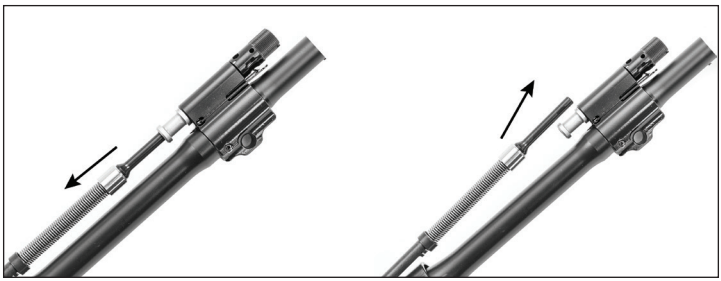

Fig. 25 – Removing Piston Rod
c. Grasp the rear of the gas piston while pushing back on the piston rod. Disengage the piston rod from the piston and slide out the piston rod from the upper receiver (Fig. 25).